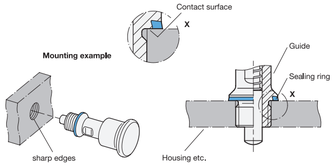

Fig. 2
- The mounting hole must be made such that the metal recess within the sealing ring rests as fully as possible against the underlying surface to enable tensioning against the block (metallic stop) (tolerance of +0.05/+0.2). The sealing ring must rest fully against the underlying surface (Fig. 2).